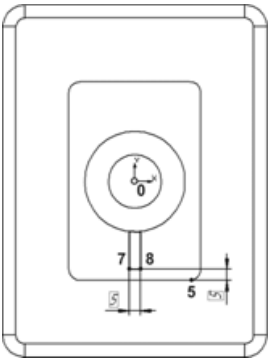

Рис. 5.47
- Для определения толщины ребра, постройте горизонтальный линейный размер, указав с помощью привязки **Ближайшая точка** его базовые точки 7 и 8 (рис. 5.47). Присвойте размеру значение 5.